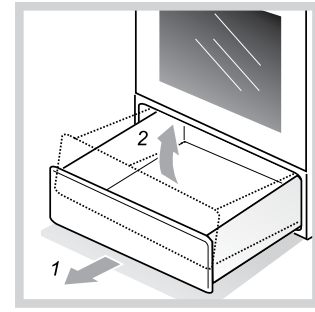

Рис.14
- Как достать ящик, показано на рис.14.